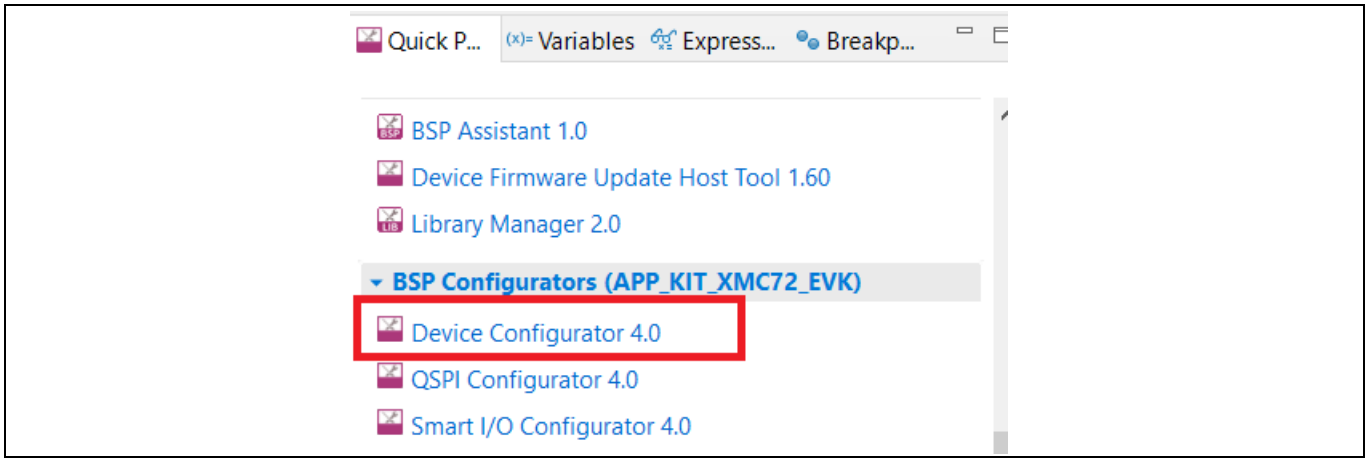

**Figure 6 Device Configurator in ModusToolbox™**
1. Double-click the Device Configurator on the left Quick Panel as shown in Figure 6 or you can also double-click the *design.modus* file to open the Device Configurator in your project, *\bsps\TARGET_APP_KIT_XMC72_EVK\config\design.modus*.